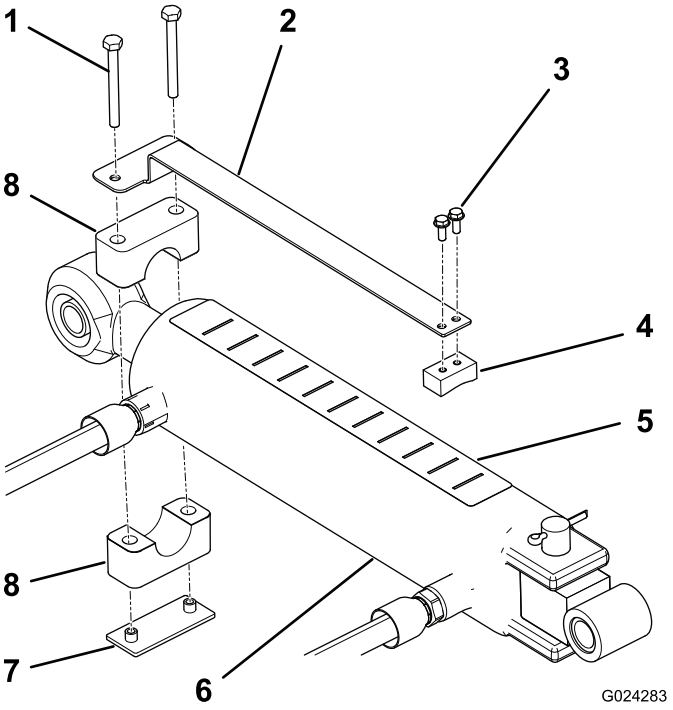

Figur 9
1. Montera djupmätaren på skjutblockets platta sida med två 10 x 1/2 tums maskinskruvar och placera komponenterna enligt Figur 9.
2. Montera djupmätaren löst på stavänden på topplänkens cylinder med hjälp av rörklämman, svetsplattan och två 1/4 x 2–1/2 tums skruvar (Figur 9). Se till att klämmorna är tillräckligt lösa för att kunna roteras till önskad position.
4. Fäst djupdekalen ovanpå cylindern på en plats där den är synlig för föraren och inte kommer i vägen för hydraulslangarna eller andra hinder (Figur 9). Änden på dekalen med bokstaven ”J” ska placeras mot luftaren.